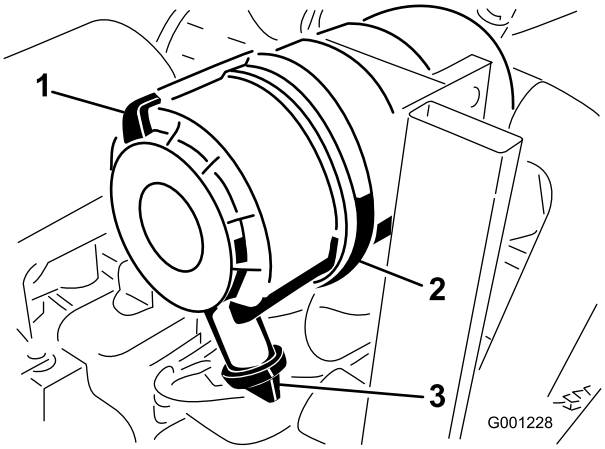

Figur 47
1. Trekk låsen utover, og drei luftrenserdekselet mot urviseren (Figur 47).
2. Fjern dekselet fra luftrenserens kropp (Figur 47).
8. Monter dekselet med uttaksventilen i gummi vendt nedover, mellom urviserstillingene klokken 5 til klokken 7 sett fra enden (Figur 47).